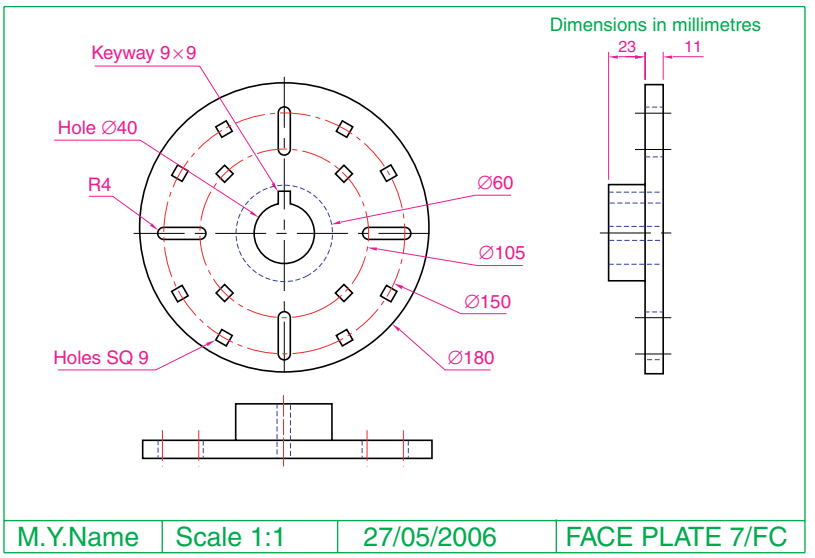
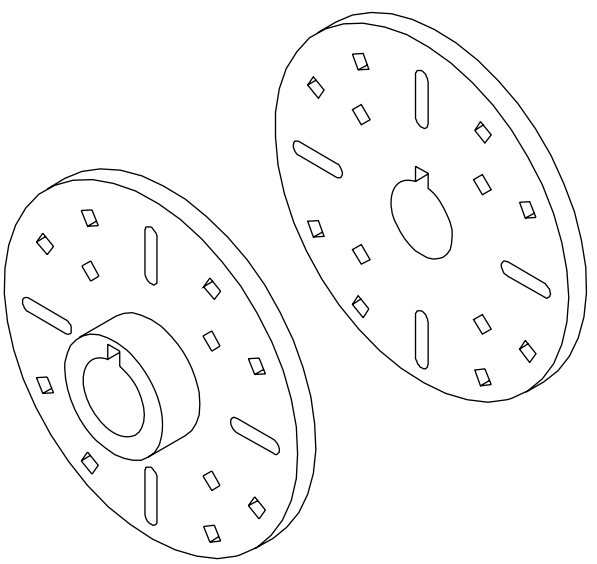

Fig. 14.18 Exercise 5 – dimensions
Fig. 14.19 Exercise 5
5. Working in a **Three: Left** viewport setting, construct a 3D model of the faceplate to the dimensions given in Fig. 14.18. With the **Mirror** tool, mirror the model to obtain an opposite facing model. In the **Isometric** viewport call the **Hide** tool (Fig. 14.19).